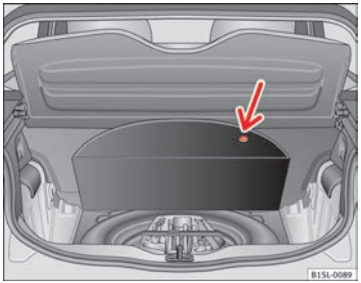

Fig. 139 In the luggage compartment: The carpet is raised
The vehicle tool kit, spare wheel, temporary spare wheel and the tire mobility set are stored in the luggage compartment under the carpeted floor panel ⇒ Fig. 139.
- Raise the carpet at the recess (arrow) ⇒ Fig. 139.